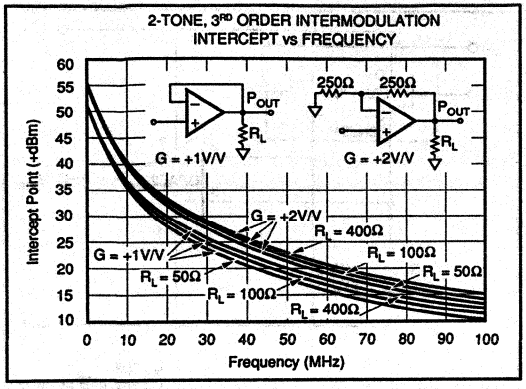

FIGURE 9. 2-Tone, 3rd Order Intermodulation Intercept vs Frequency.
Two-tone, third-order intermodulation distortion (IM) is an important parameter for many RF amplifier applications. Figure 9 shows the OPA620's two-tone, third-order IM intercept vs frequency. For these measurements, tones were spaced 1MHz apart. This curve is particularly useful for determining the magnitude of the third-order IM products as a function of frequency, load resistance, and gain. For example, assume that the application requires the OPA620 to operate in a gain of +2V/V and drive 2Vp-p into 50Ω at
a frequency of 10MHz. Referring to Figure 9 we find that the intercept point is +40dBm. The magnitude of the third-order IM products can now be easily calculated from the expression: